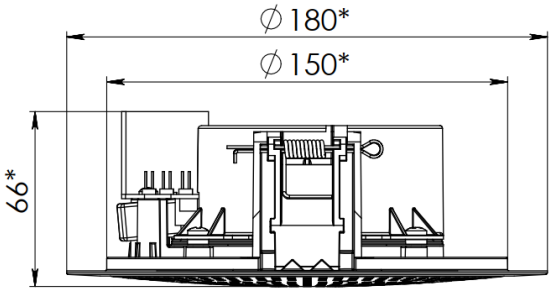
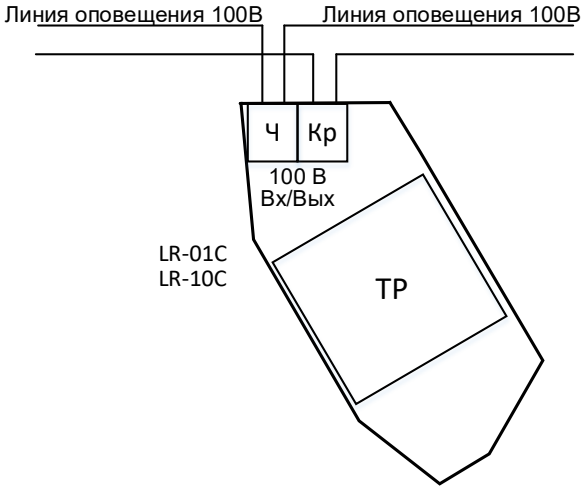

Рис.2. Габаритные и установочные размеры оповещателя
Рис.3. Схема подключения оповещателей LR-01C и LR-10C.
2.1.2. Габаритные и установочные размеры оповещателя представлены на рис.2, схемы подключения на рис.3.
– подключить провода линии оповещения к клеммам согласно схеме на рис.3, соблюдая принятую в линии полярность;